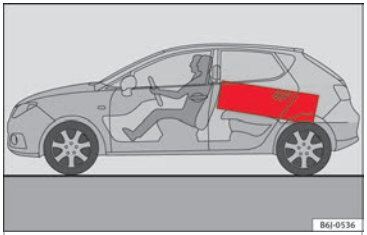

Fig. 147 Position heavy items as far forward as possible.
– Place heavy objects as far forward as possible in the luggage compartment ››› Fig. 147.